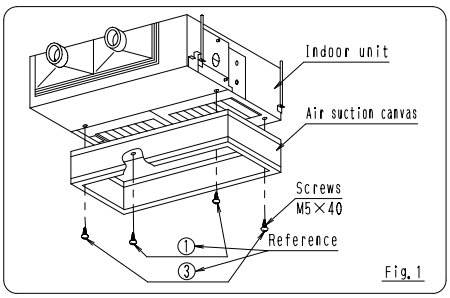

Fig. 1
a. Remove the long-life filter from the indoor unit.(Fig.1)
b. Remove the rear panel assembly.(Fig.1)